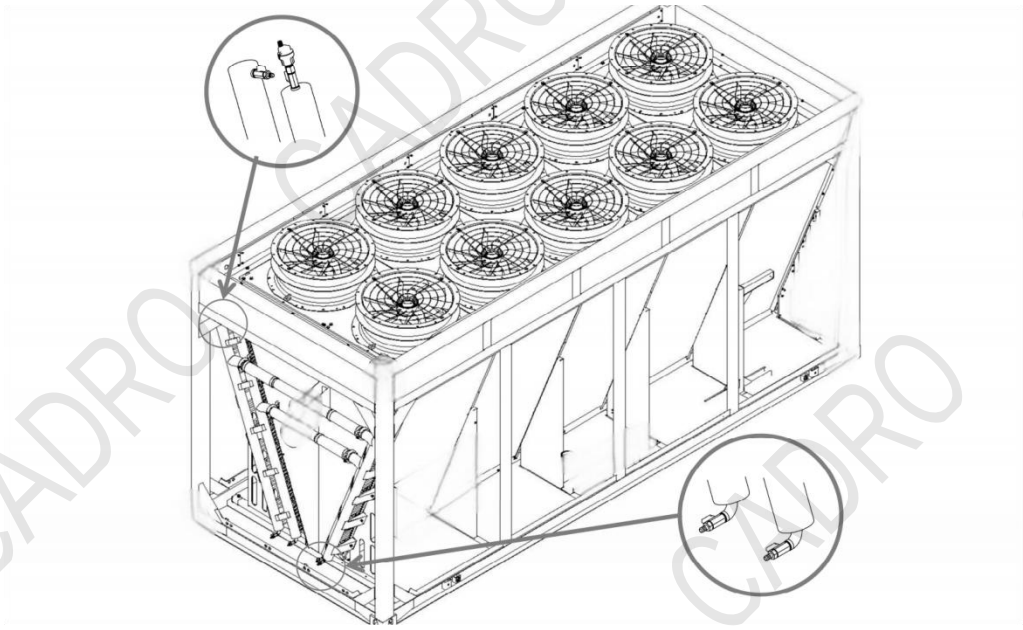

Figure 5-4 Position of automatic exhaust valve and drain valve
3) The position of automatic exhaust valve and drain valves are shown in Figure 5-4.